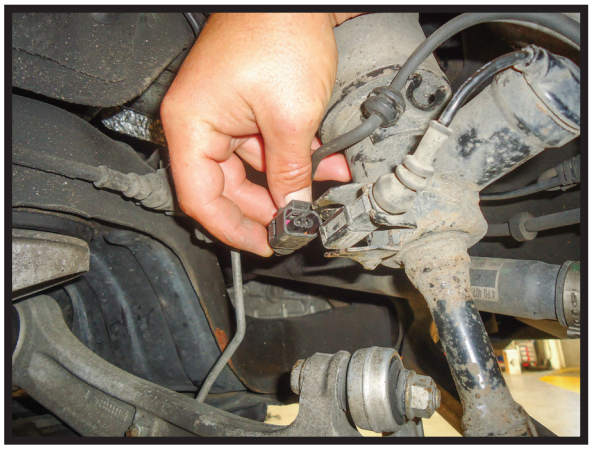

FIGURE 5
6. LOCATE AND DISCONNECT THE ELECTRICAL PLUG FROM THE BOTTOM OF THE SHOCK. (FIGURE 5)